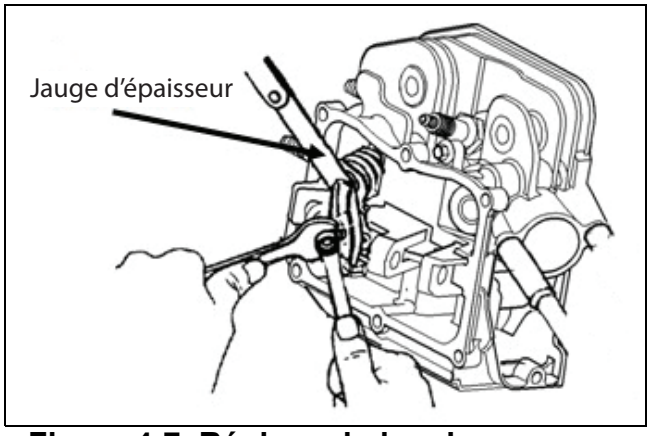

Figure 4-7. Réglage du jeu des soupapes
1. Tenez le pivot du culbuteur à l'aide d'une clé et desserrez l'écrou de blocage (figure 4-7).